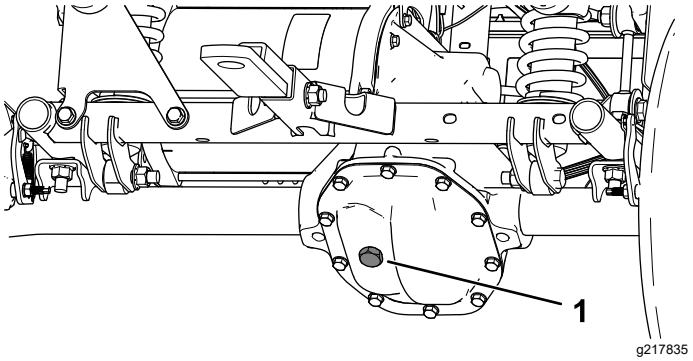

Figur 49
4. Ta bort växellådans påfyllningsplugg (Figur 49).
5. Om vätskenivån är låg ska du ta bort påfyllningspluggen och fylla på med angiven vätska tills den rinner ut ur hålet (Figur 49).
4. Ta bort växellådans påfyllningsplugg och fyll växellådan med angiven vätska tills den rinner ut ur påfyllningshålet (Figur 49).